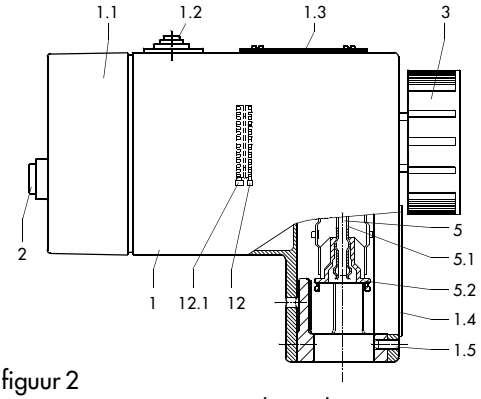

figuur 2
Type 5821 (figuur 2 en 3)
De aandrijvingen met veiligheidsfunctie komen verregaand overeen met de in figuur 2 getoonde uitvoering type 5821. Deze bevatten echter een stangenstel met veerretour (6) en een elektromagneet. Bovendien vervalt het handwiel (3).